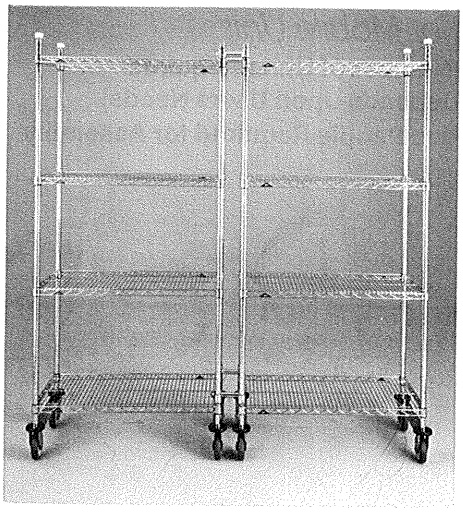

FIG. 8
12. Refer to operation #11 from the stationary end unit instructions for procedure on joining the two mobile units together (Fig. 8).